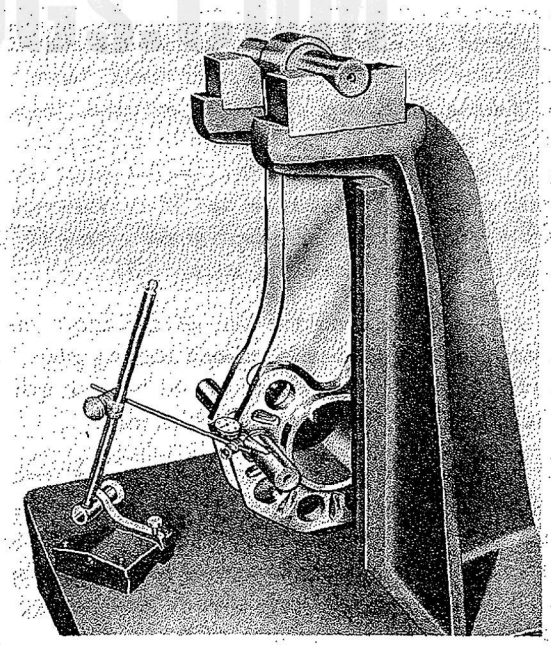
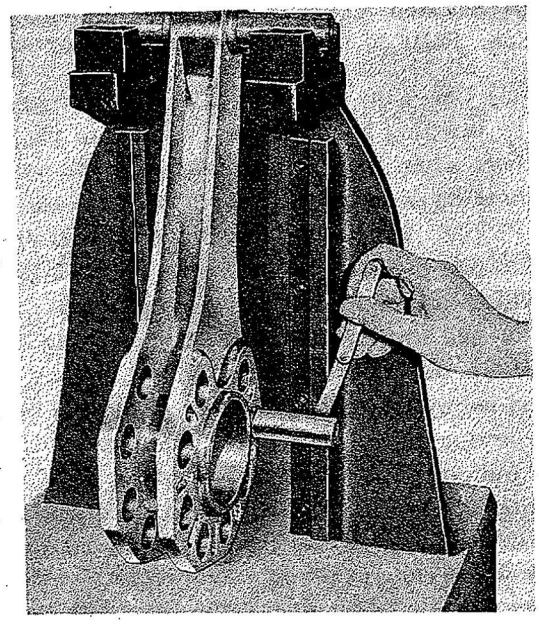

Figure 145—Checking Horizontal Alignment of Master Rod
Figure 146—Checking Master Rod Vertical Alignment
(1) Inspect the master rod for cracks, scratches, nicks, and burrs. Inspect the rear face of the master rod hub for scratching, scuffing, and roughness of the highly polished surface which contacts the end seal spacer. Compare the finish on this surface with the 15 micro-in. reference block (Tool No. 801762). Inspect all oil passages in the master rod for cleanliness and freedom from obstruction.
(2) Inspect the piston pin bushing in the master rod for cracks, burrs, scratches, galling, wear, and tightness in the rod. Check the fit of the proper piston pin in the piston pin bushing in the master rod. Refer to the Table of Limits in section XII.
(3) Silver master rod bearings may leave a deposit of silver on the master rod bore. Remove this deposit with a cloth wheel and polish the bore very lightly before installing the bearing. Although some of the silver has left the bearing outside diameter and the surface appears rough, the bearing will be re-installed if it is in satisfactory condition in all other respects. Do not burnish a bearing slightly scored, scratched, or showing shallow oil erosion spots, as this results in high and low spots on the surface, causing a break down of the oil film and subsequent bearing failure. Do not order rework of any kind on this type bearing. If silver is removed to such an extent that the bearing shell is exposed, the bearing cannot be used.
(4) Inspect master rod bearing for cracks, scoring, overheating, flaking of the bearing material, fatigue cracks, foreign material in the bearing, and high spots in the bearing inside diameter. Order replacement of a bearing of which inspection shows any of the above conditions to be present. Overheating is evidenced by a red-orange color, possibly streaked with lead from the bearing lining. Fatigue cracks are seen as many short, irregular cracks running parallel to the bearing bore. Small gas holes in the bearing are permissible. Inspect the bearing also for tightness in the rod, condition of the splines at the front end, and wear of the inside diameter. Check the fit of the crankpin in the bearing. Refer to the Table of Limits in section XII.
(5) Check the horizontal alignment of the master rod by inserting bar (Tool No. 804022) in the piston pin bore when there is no bushing in the bore. If the bushing is in the piston pin bore use bar (Tool No. 83561). Insert bar (Tool No. 83560) in the center knuckle pin bore on all models except R-1820 -97 in which case bar (Tool No. 804655) is used. Install the master rod in the alignment checking fixture (Tool No. 803251), permitting the rod to hang freely, supported by the bar through the piston pin bushing hole resting on the V-blocks of the fixture. Using a dial indicator supported on a surface gage, take a reading at a point 3 in. away from the center line of the rod. Refer to Figure 145. Slide the dial indicator across the surface gage and take a reading at the same distance on the other side of the bar. The misalignment of the piston pin bushing and master rod bearing bores, checked in this manner, should be no greater than .004 in. Check the master rod for vertical alignment while the rod is supported in the fixture by measuring the clearance between one end of the bar which is inserted in the knuckle pin hole and one rail of the fixture, when the other end of the bar is contacting the other side rail. Refer to Figure 146. The master rod twist, checked in this manner, should be no greater than .010 in.